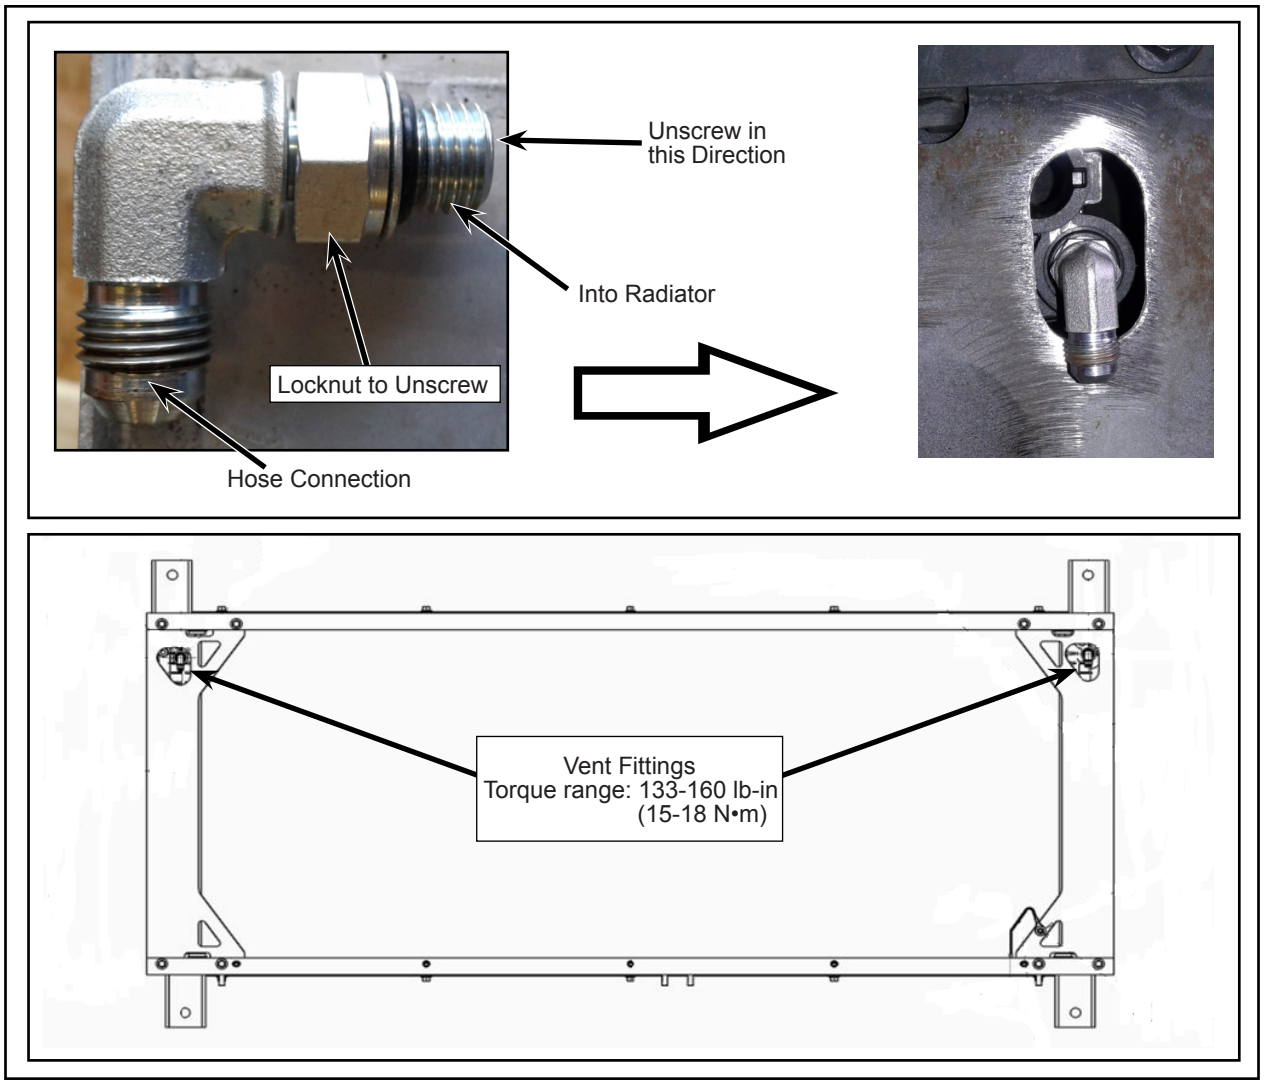

Figure 15 - Typical View of Vent Fittings Installation
1.35. Install the two vent fittings to which the coolant hoses are to be fitted. Hand tighten as much as possible into the radiator and torque to 15-18 Nm (see Figure 15).